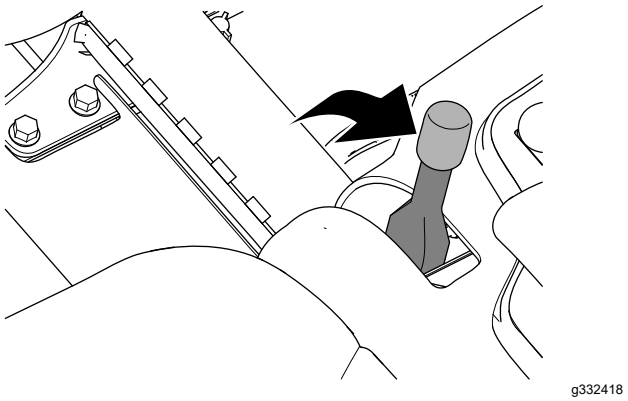

**Figur 31**
2. Koppla in parkeringsbromsen (Figur 31).